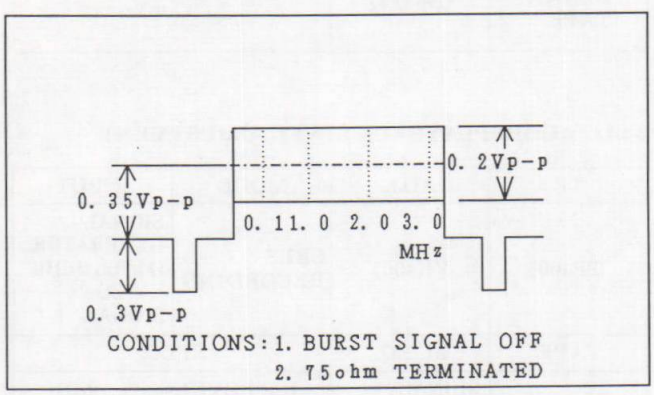

Fig. E9
1. Set the sweep generator output as shown in Fig. E9.